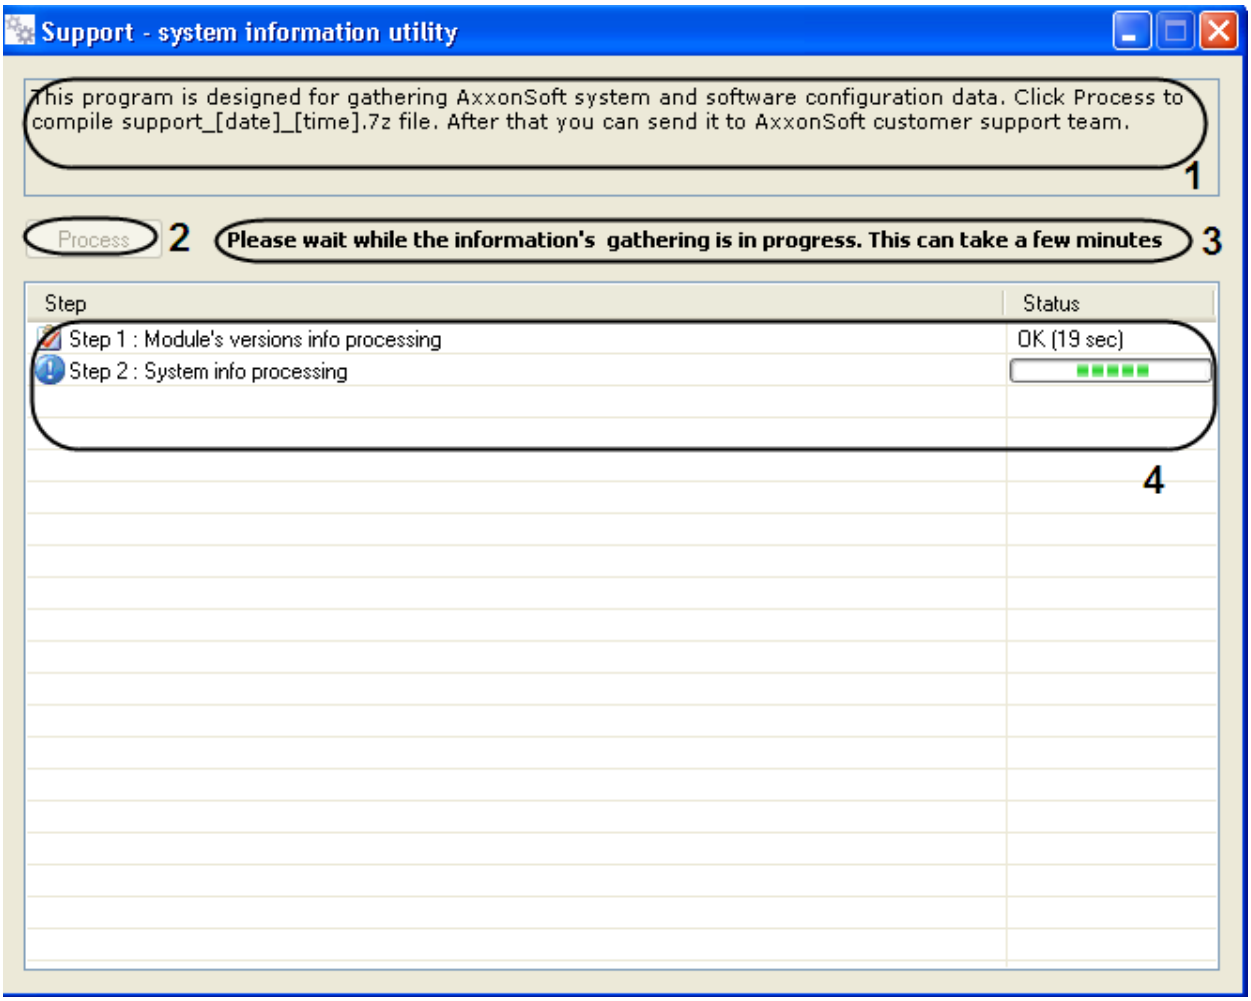

Figure 12.4-2. The Support dialog box
1. Short directions for using the Support.exe (Figure 12.4-2, 1).
2. Process button to run the process of gathering information (Figure 12.4-2, 2).
3. Filed of displaying the information (Figure 12.4-2, 3).
4. Tale of displaying the process of gathering information, it includes two columns Step ans Status. In the Step column there is displayed short characteristic of undergoing process while the information is being gathered. In the Status column there is displayed process-bar and time, spent on information gathering (Figure 12.4-2, 4).